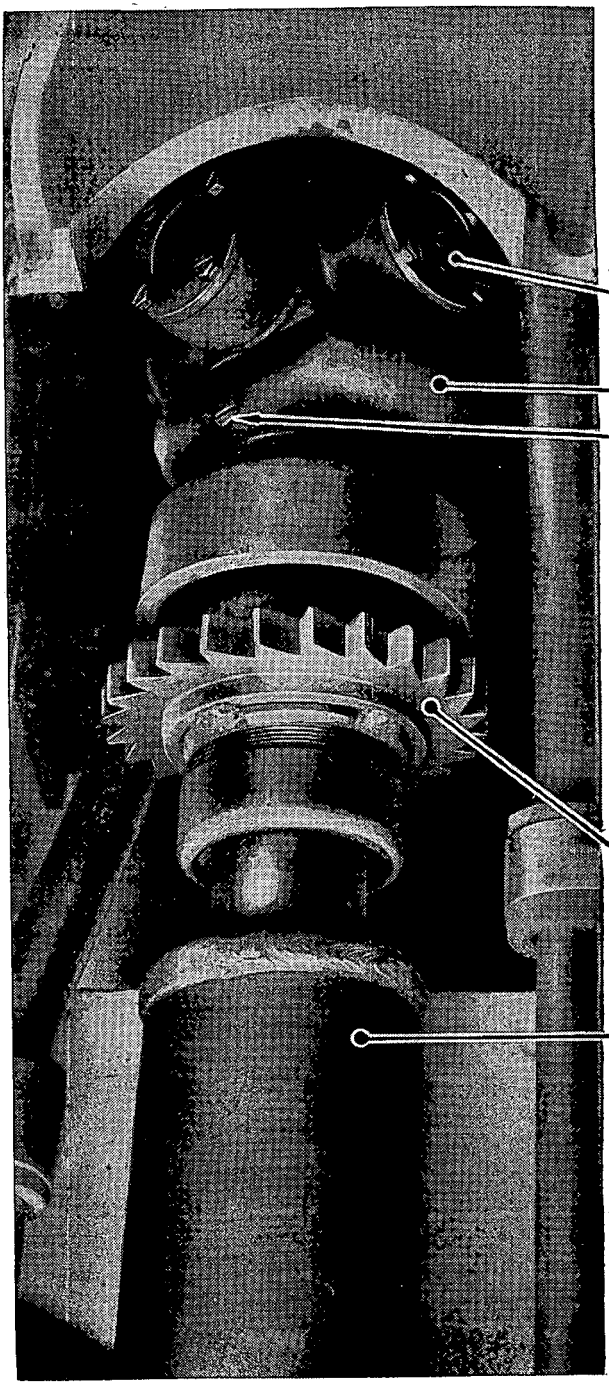

FIGURE 56.—Propeller shaft and front universal joint, Guiberson engine.
95. Description (fig. 56).—The propeller shaft transmits power from the clutch to the transmission. It is inclosed in a housing or "tunnel," which also mounts a padded gunner's seat. The propeller shaft is equipped with a universal joint at either end and a slip joint which permits it to be telescoped.
a. Removal.—(1) Remove propeller shaft housing cover.